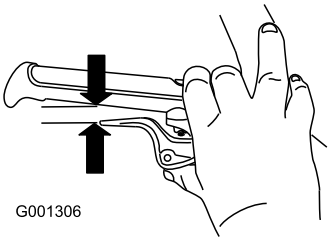

Bild 32
1. Drücken Sie den Griff ganz durch. Prüfen Sie dann den Abstand, der zwischen der Unterseite des Griffs und dem Radkupplungshebelende besteht (Bild 32).
2. Wiederholen Sie den Schritt für den anderen Zug (Bild 32).